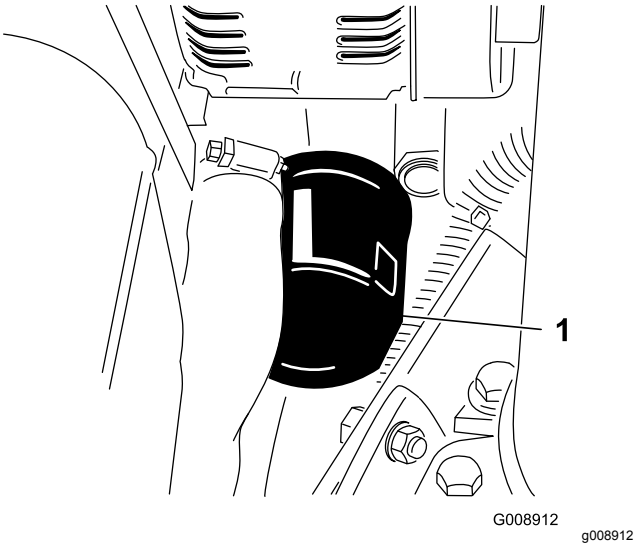

Figuur 46
3. Verwijder het oliefilter (Figuur 46).